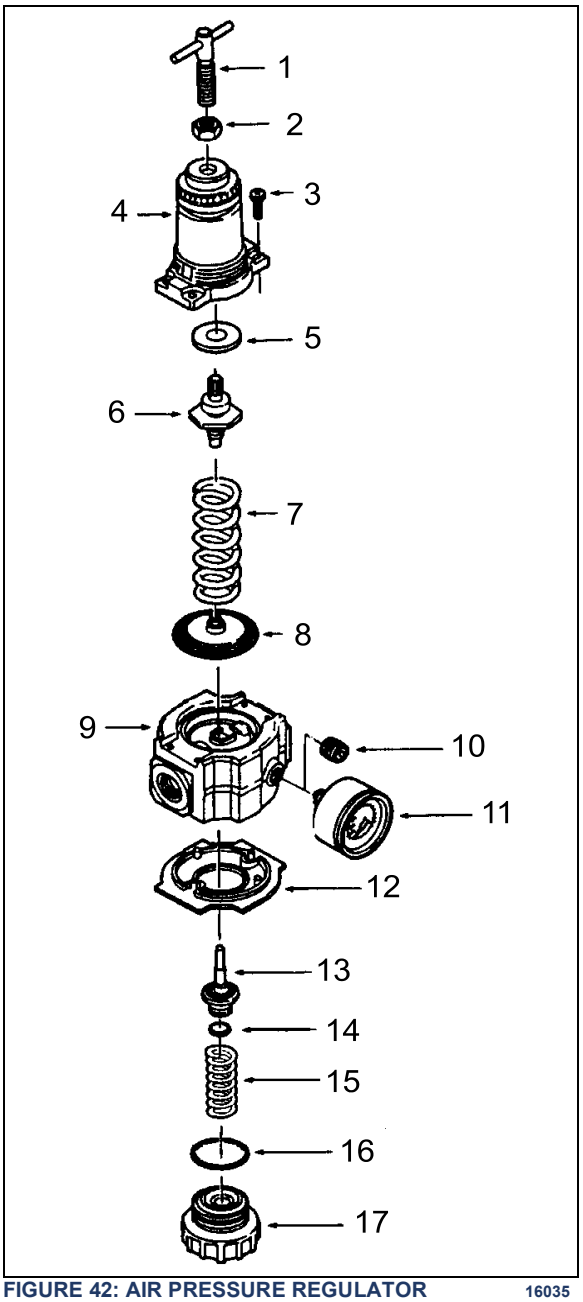

**FIGURE 42: AIR PRESSURE REGULATOR** 16035
1. Before turning on system air pressure, release jam nut (2, Figure 42) then turn regulator adjustment handle counter-clockwise until the load is removed from the regulating spring.
5. Tighten jam nut (2,Figure 42) to lock pressure setting.
1. Shut off inlet pressure and reduce pressure in inlet and outlet lines to zero. Turn regulator adjustment handle (1, Figure 42) counterclockwise until all load is removed from regulating spring. Regulator can be disassembled without removal from air line.
1. Lubricate O-ring (14 and 16, Figure 42), valve stem (13), tip of adjusting screw (1), and the outer circumference and both sides of the thrust washer (8) with a light coat of good quality O-ring grease.